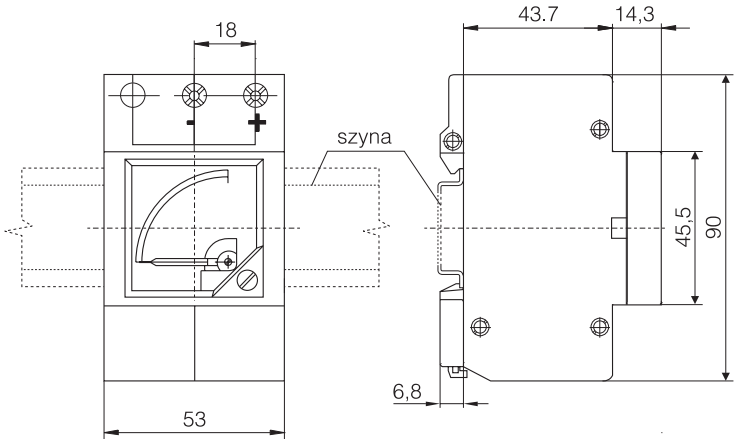

Rys. 1. Wymiary zewnętrzne mierników MB16
*) Dotyczy miernika MA16: wymiary części czołowej MB16 wg rys.1